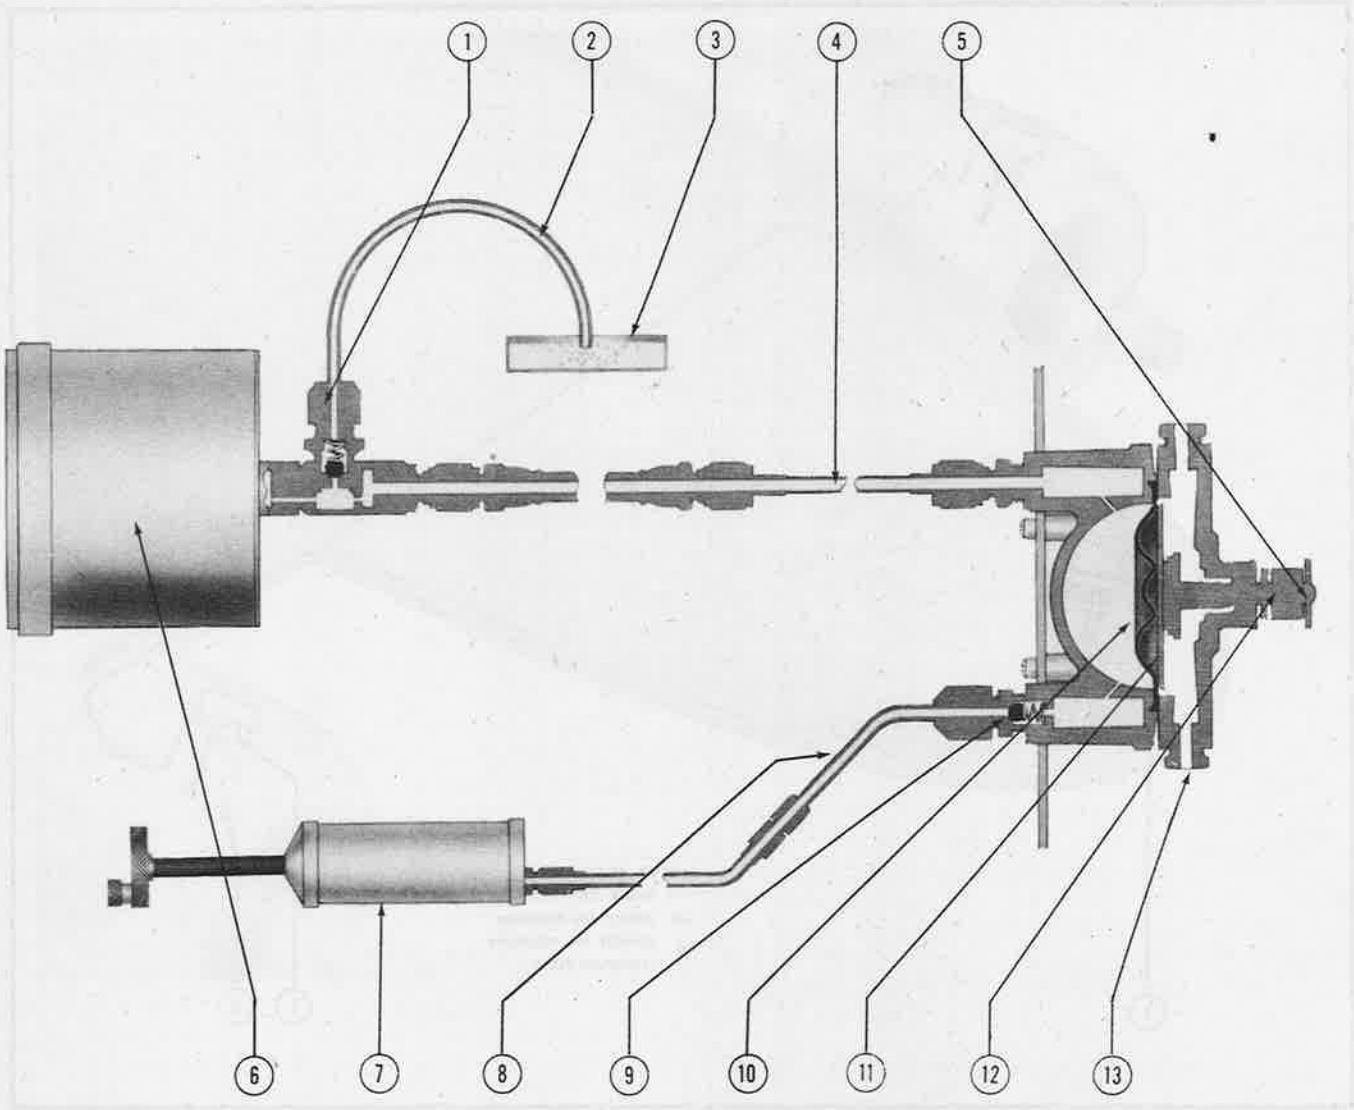

Figure 317—Filling Procedure for Oil-Pressure Remote Indication Lines
3. REFILLING COMPASS FLUID LINES. *(See figure 317.)*